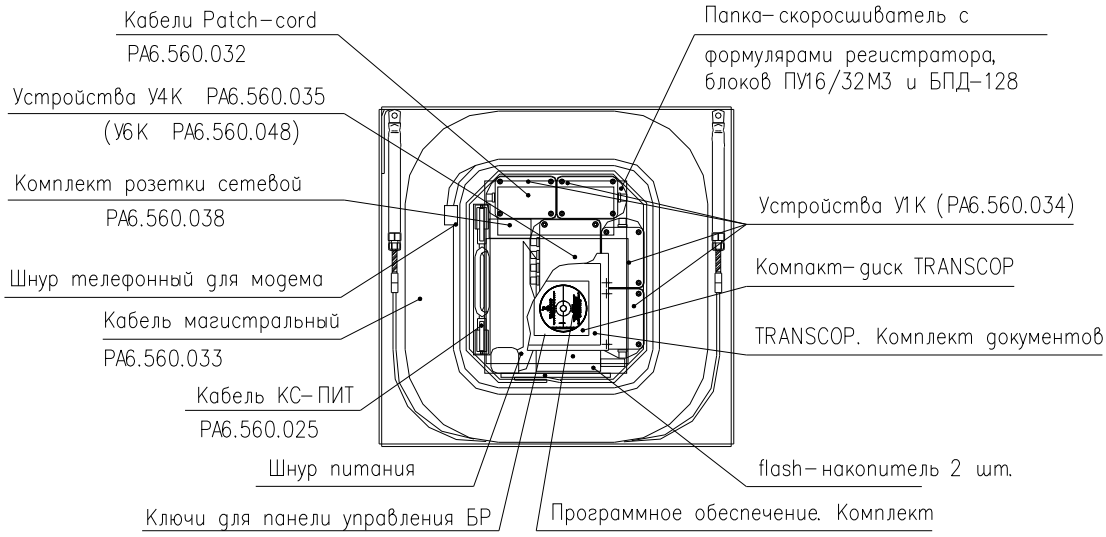

Рисунок 8 – Схема укладки комплекта монтажного
– комплект монтажный, упакованный в отдельную коробку, рисунок 8